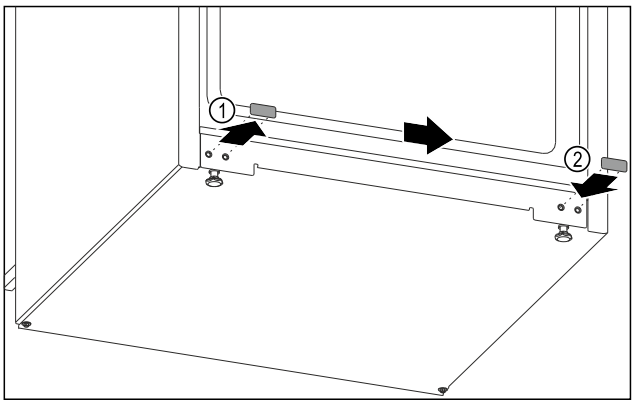

Fig. 12
- ▶ Trekk ut dekselpluggene. *Fig. 12 (1)*
- ▶ Sett inn dekselpluggen på motsatt side. *Fig. 12 (2)*